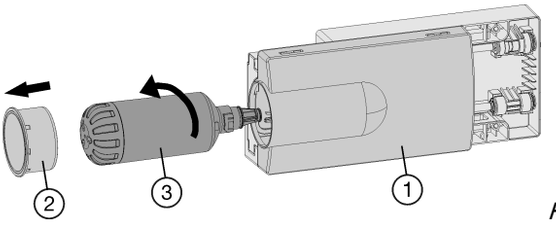

*Fig. 49*
▶ Dado el caso, extraiga el cajón *Fig. 49 (1)*.
▶ Retire la tapa del filtro *Fig. 49 (2)*.
▶ Gire el filtro de agua *Fig. 49 (3)* unos 100 ° hacia la izquierda y retírelo.